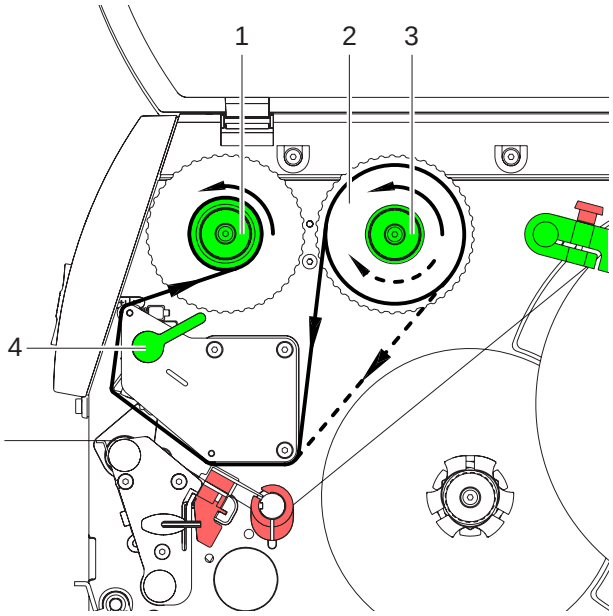

Afb.10: Transferfolieloop
2. Hendel (4) tegen de wijzers van de klok in draaien om de printkop op te tillen.
3. Transferfolierol (2) tot aan de aanslag op de afwikkelaar (3) schuiven tot de kleurlaag van de folie bij het afwikkelen naar onderen wijst. Bij de afwikkelaar (3) is er geen rotatierichting opgegeven.
4. Transferfolierol (2) vasthouden en draaiknop aan de afwikkelaar (3) tegen de wijzers van de klok in draaien tot de transferfolierol vastgezet is.
5. Geschikte transferfoliekern op de transferfolieopwikkelaar (1) schuiven en op dezelfde manier bevestigen.
6. Transferfolie, zoals op afb. 10 door de printeenheid leiden.
7. Transferfoliebegin met plakband aan de transferfoliekern (1) bevestigen. Hierbij op de rotatierichting van de transferfolieopwikkelaar tegen de wijzers van de klok in letten.
8. Transferfolieopwikkelaar (1) tegen de wijzers van de klok in draaien om de folietransferloop glad te maken.
9. Hendel (4) met de wijzers van de klok mee draaien om de printkop te vergrendelen.
1. Hendel (4, afb. 10) tegen de wijzers van de klok in draaien om de printkop op te tillen.